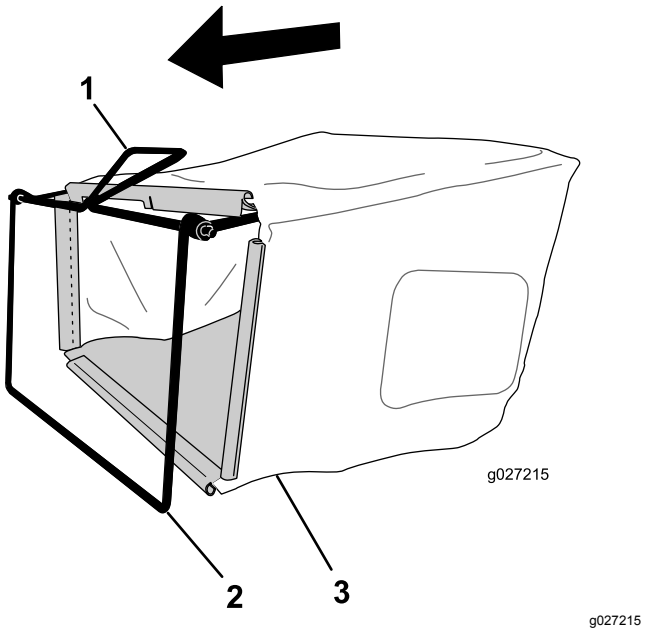

Bild 7
1. Schieben Sie den Fangkorb auf den Rahmen, wie in Bild 7 abgebildet.
Hinweis: Schieben Sie den Grasfangkorb nicht über den Holm (Bild 7).